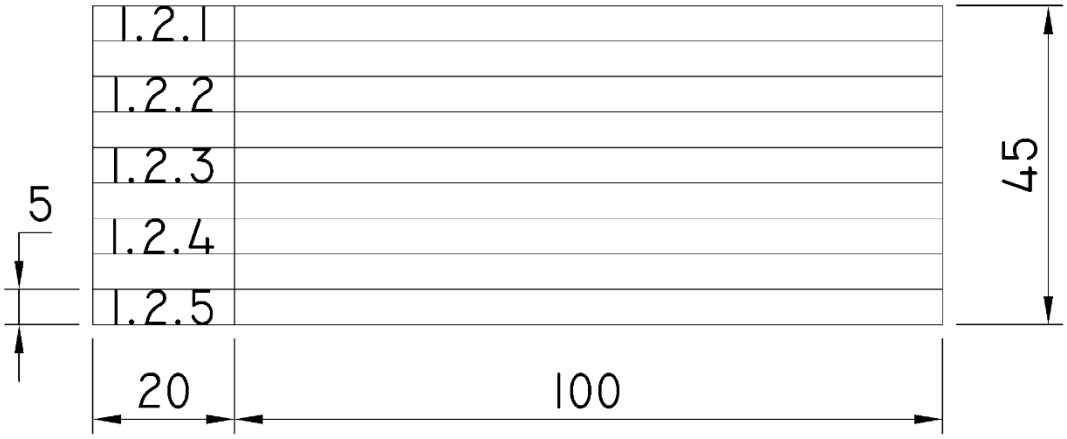

FIGURE 1
1.1 Neatly copy the ANSWER BLOCK in FIGURE 1 on the DRAWING SHEET. (1)